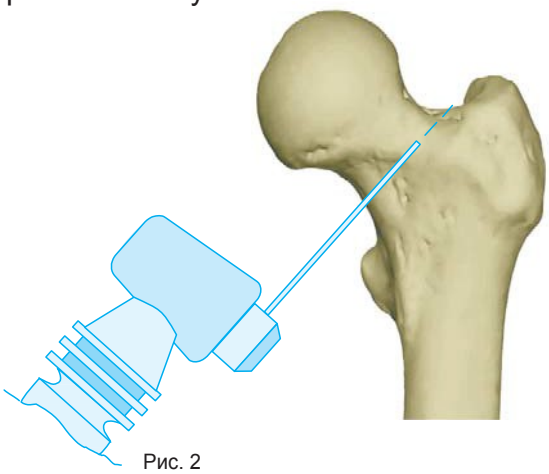

Рис. 2
Осциллирующей пилой проведите резекцию головки (рис. 2). При заднем доступе резекция головки проводится только после работы с перфоратором (1) и фрезами (3) - (12) с цилиндрической ножкой в соответствии с пунктом 4.Перфоратор и фрезы можно установить в головку «Т» (2).